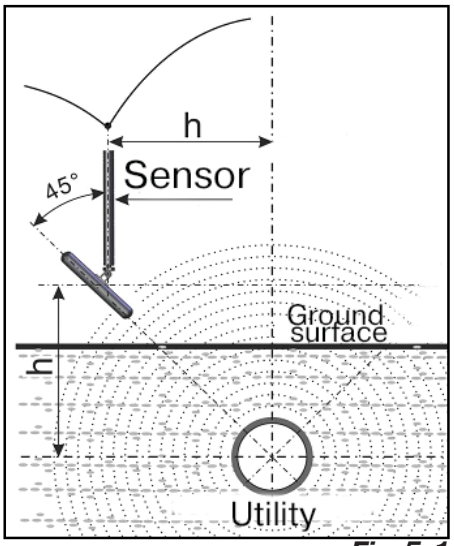

Fig.5.1
2. Fix the sensor antenna at a 45 angle to the ground surface, minimum of the signal is observed at a distance from the point «above the route», equal to the depth of the utilities, when the antenna axis intersects the axis of the route. This is the indirect method of measuring the depth of utility (***fig. 5.1***)